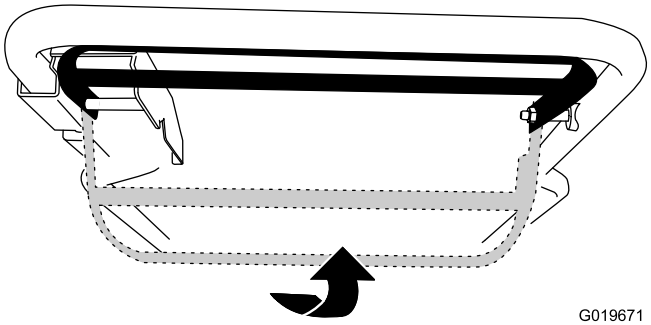

Figuur 16
- Gebruik de zelfaandrijving kan zonder de maaimessen in te schakelen door de bedieningsstang omhoog te trekken naar de hendel (Figuur 16).
- Gebruik de zelfaandrijving en schakel de maaimessen in door de bedieningsstang geheel naar rechts te schuiven en omhoog te trekken naar de hendel (Figuur 16).